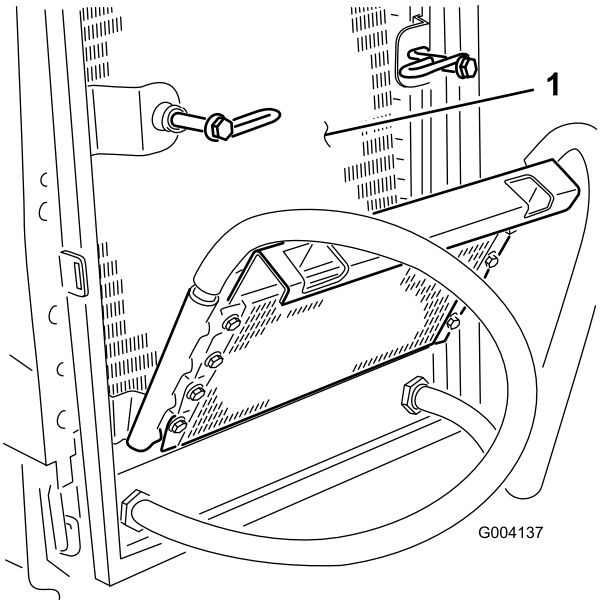

**Figuur 63**
6. Reinig beide zijden van de oliekoeler en de radiateur grondig Figuur 63) met perslucht.